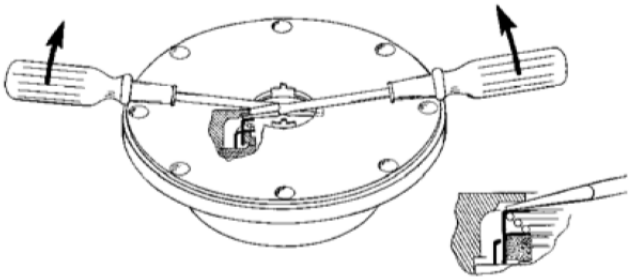

Figure 5 – Mechanical Seal Removal
8. Remove the head capscrews (21). Gently pry the head away from the cylinder.
9. Slide the head off the shaft. The head O-ring (72), bearing (24), and mechanical seal (153) will come off with the head assembly. Remove and discard the head O-ring.
a. Pull the bearing (24) from the housing in the head.
b. To remove the mechanical seal, use two screw drivers against the backside of the seal jacket to gently push the seal from the head (see Figure 5. Use care when placing the screw drivers to prevent damage to the seal faces. Remove and discard the seal O-rings.